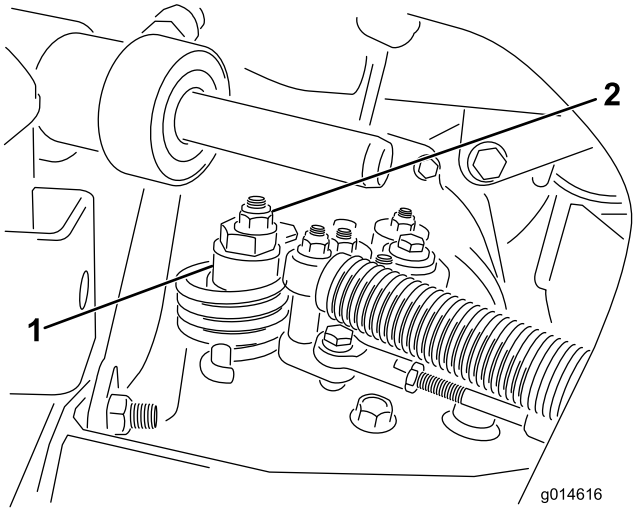

Figur 48
A. Lossa muttern som fäster excenterbulten på hydrostatens ovandel (Figur 48).
C. Vrid excenterbulten tills maskinen inte kryper i någon riktning. När hjulet slutar rotera drar du åt muttern som låser excenterbulten och justeringen (Figur 48). Kontrollera justeringen med gasreglaget i det långsamma och det snabba läget.